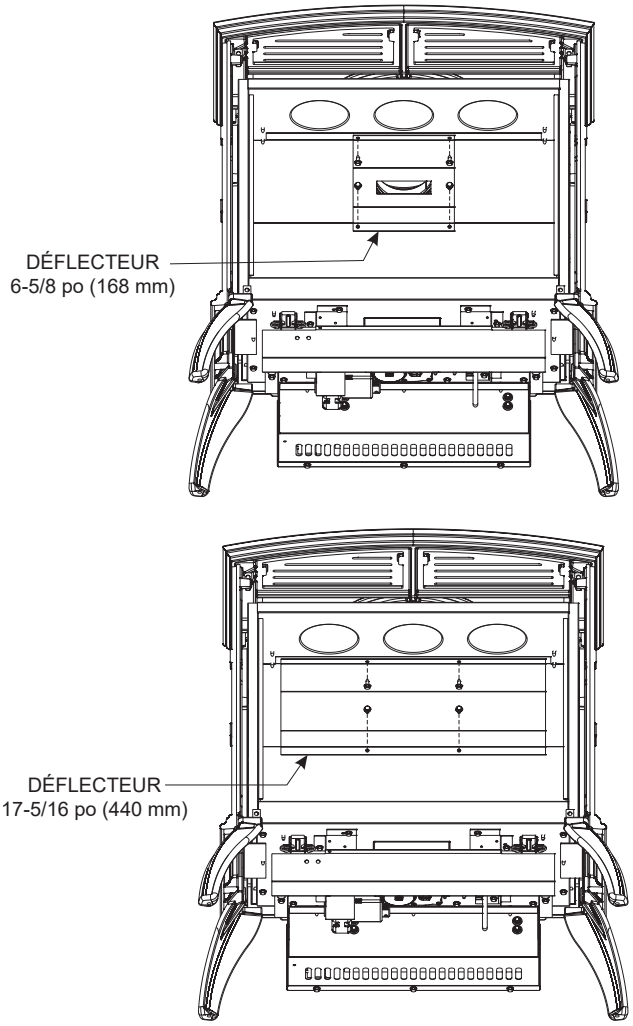

Figure 1
23. Retirer le déflecteur du régulateur de tirage (6-5/8 po [168 mm] de largeur). Poser le nouveau déflecteur du régulateur de tirage (17-5/16 po [440 mm] de largeur). **Voir Figure 1.**